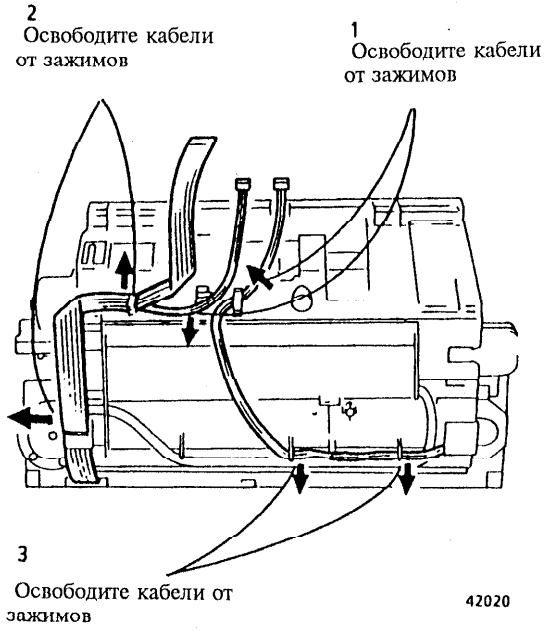

Рис. 2 Освобождение кабелей
6. (Рис. 2): Освободите кабели от зажимов.